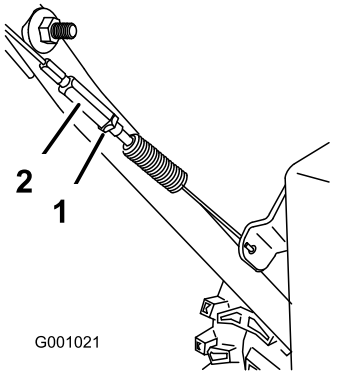

Figur 43
3. Stram låsemutteren (Figur 43).